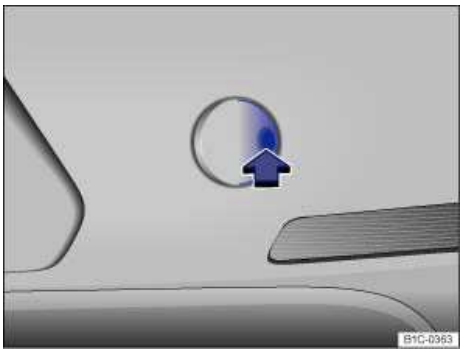

Fig. 176 In the right rear bumper: Removing the cover.
- Push on the cover at the right side marking ⇒fig. 176 (arrow) so that it pops out.